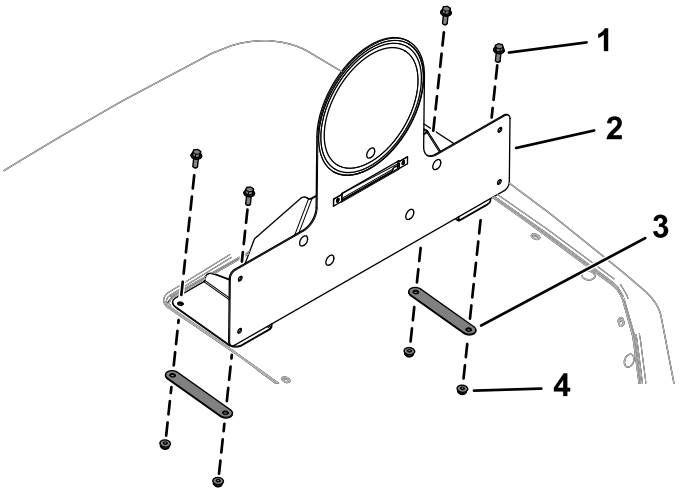

Figur 33
12. Fastgør det samlede hastighedspladebeslag til motorhjelmen med 4 flangehovedbolte (¼" x ¾"), 2 bagbeslag og 4 låsemøtrikker (¼") som vist i Figur 33.